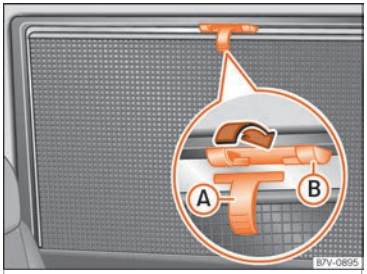

Fig. 147 On the rear right-hand window: sun blind.
- Pull the sun blind by the handle ››› Fig. 147 Ⓐ up to the top.